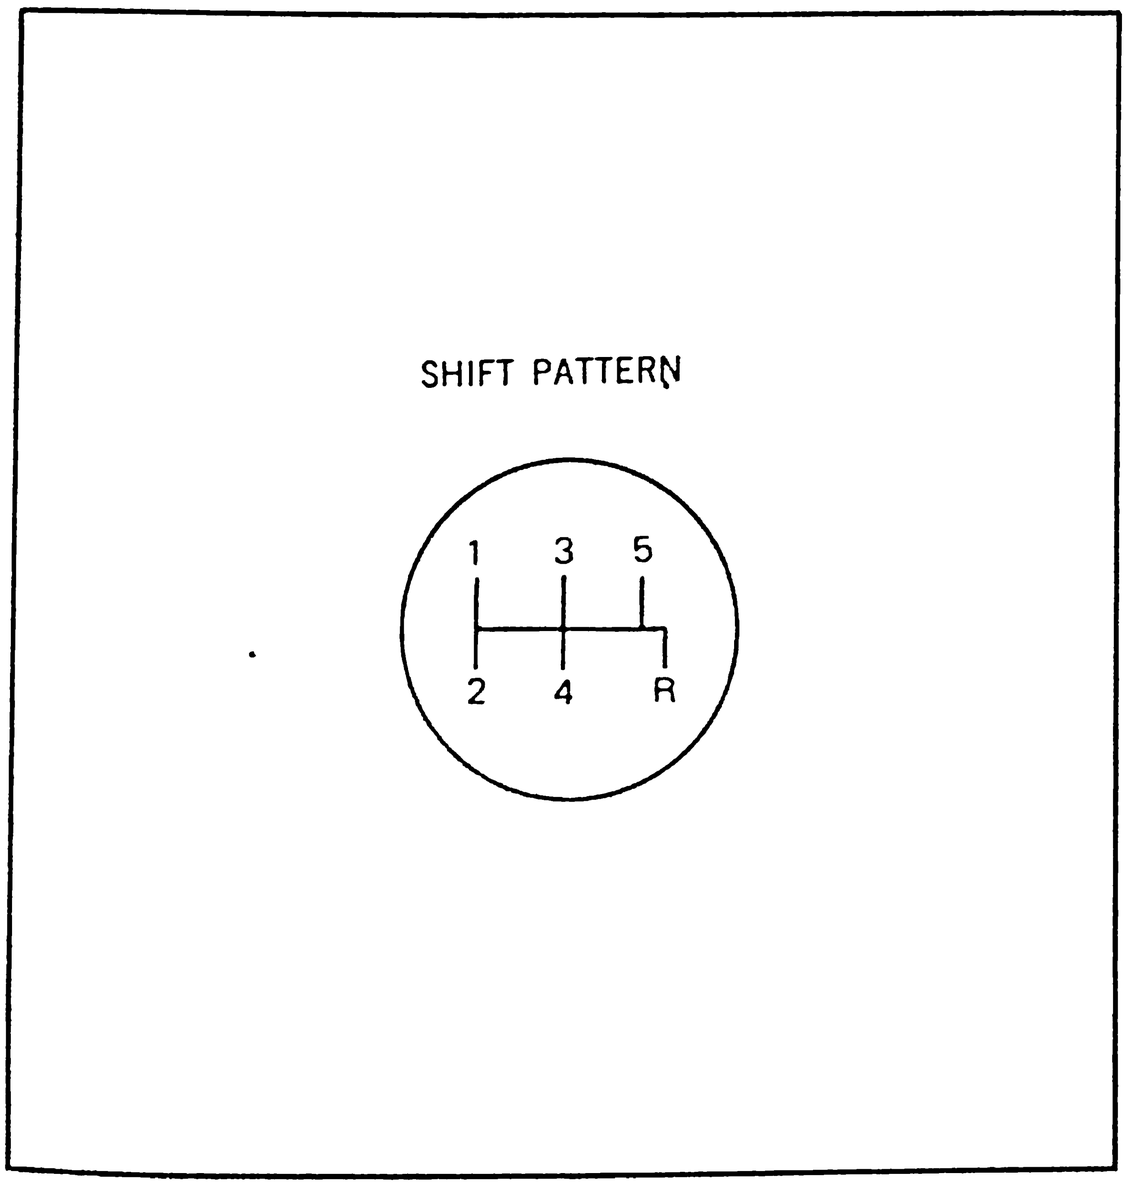

Fig. 5-8 Shifting pattern
- The shifting pattern is as shown in Fig. 5-8.